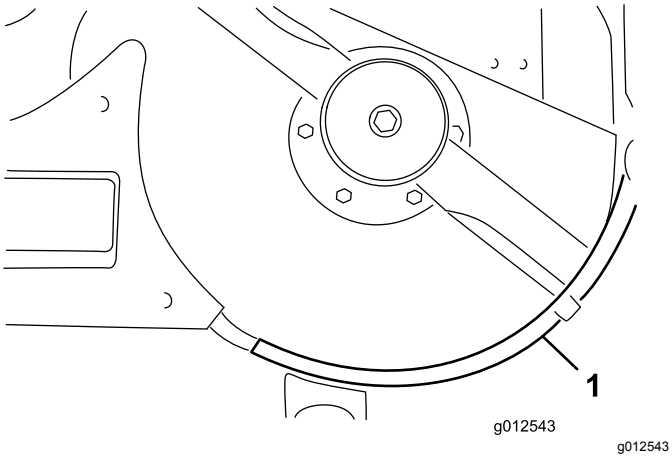

Figuur 15
10. Bevestig de linkerrand aan het maaidek; gebruik hiervoor 2 bouten (¼-20 x 1"), 1 bout (¼-20 x ¾") en 3 borgmoeren (Figuur 15). Plaats de boutkoppen aan de binnenkant van het maaidek.